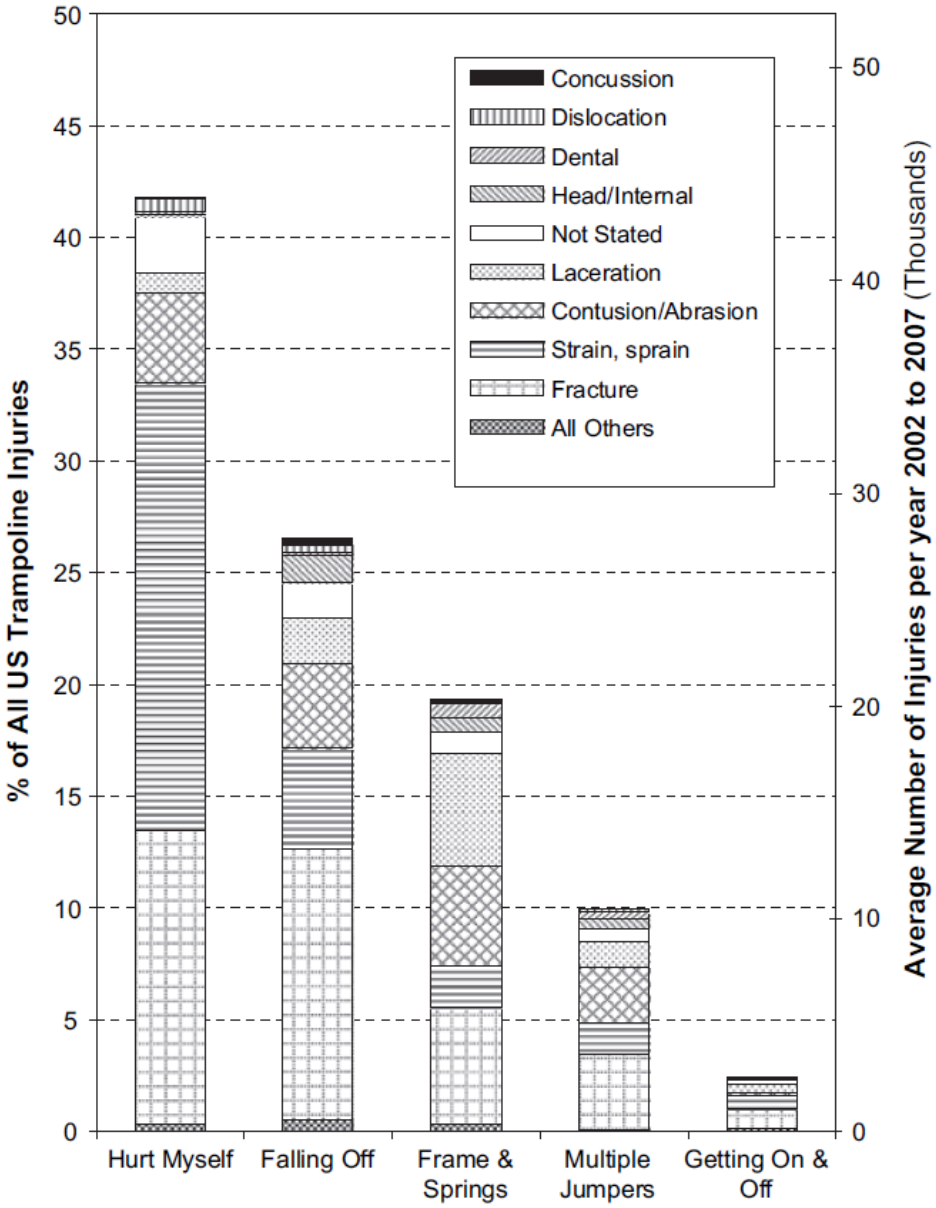
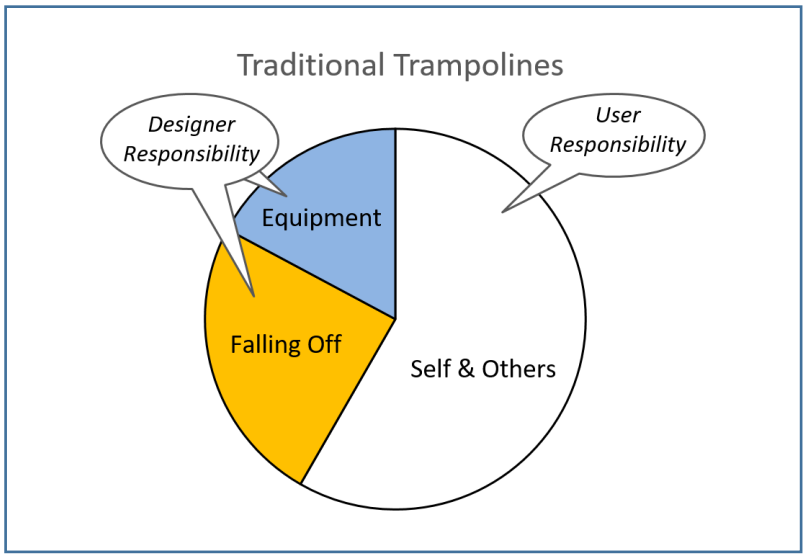

Figure 39: Analysis of NEISS data averaged from 2002 to 2007, grouped by the injury cause
Figure 41: A simplified presentation of domestic trampoline injuries in the USA, taken from Figure 39 above
Trampoline injuries recorded in emergency departments in the USA from 2002 to 2007 are shown in Figure below. These come from a well-cited paper (Ref 4 reviewing the on-line data from the US Consumer Product Safety Council (Ref 6). Figure 39 shows the 5 "causes" and the types of injuries that result from them.
- The injury "causes" in Figure 39 above can be simplified from 5 categories into 3 sectors as in Figure 41 below
- In Figure 41 the call-out labels identify:
- Figure 41 shows that over 40% of trampoline injuries in the USA are caused by things the designer can do something about.